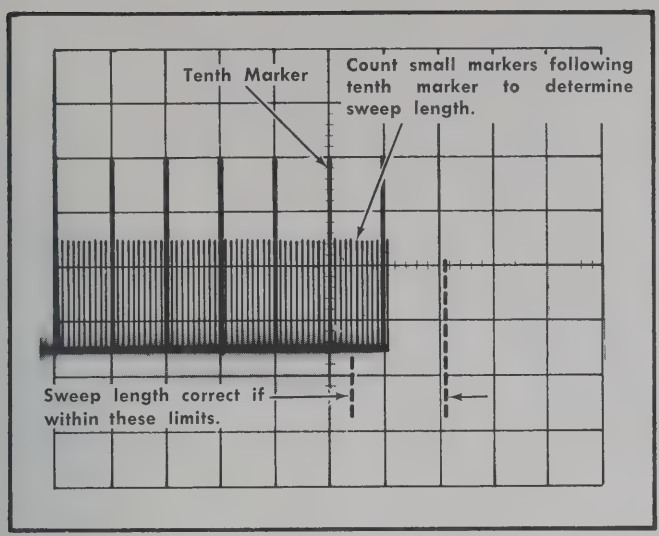

Fig. 5-14. Typical CRT display when checking sweep length.
c. Position the tenth marker to the center vertical line with the Horizontal POSITION control (see Fig. 5-14).
d. CHECK—sweep length between 10.4 and 12.1 divisions. as shown by 0.4 to 2.1 divisions of display to the right of the vertical center line (see Fig. 5-14). Large markers in the display indicate divisions and small markers 0.1 division.